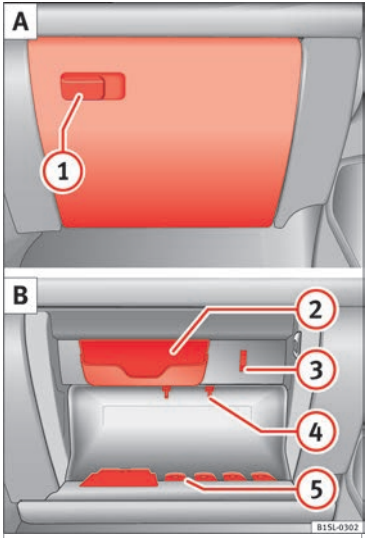

Fig. 58 Storage compartment with cover on the passenger side
Pull the lever to *open* ››› Fig. 58 ①.